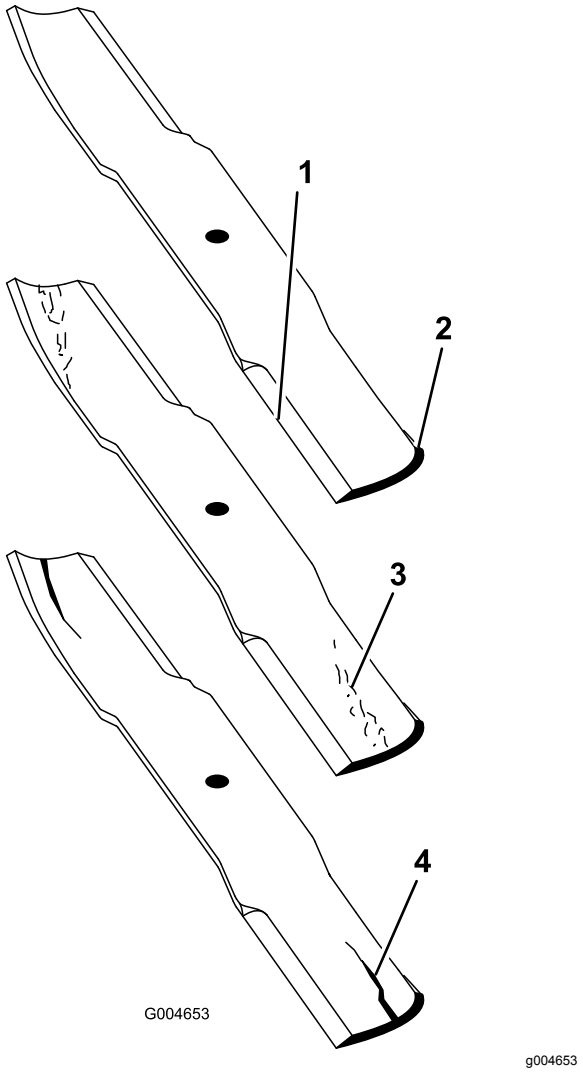

**Figuur 111**
2. Controleer nauwkeurig de uiteinden van het maaimes, in het bijzonder op de plaats waar het platte en het gebogen deel samenkomen (Figuur 111).
**Opmerking:** Omdat het metaal dat het platte en het gebogen deel van het mes verbindt, kan wegslijten door zand en ander schurend materiaal, moet u dit steeds controleren voordat u de maaier gaat gebruiken. Als u een slijtplek ontdekt (Figuur 111), moet u het mes onmiddellijk vervangen.